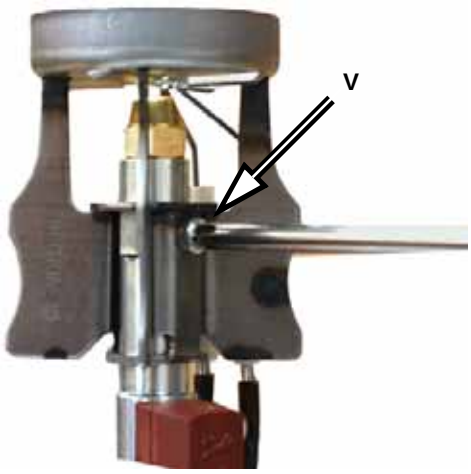
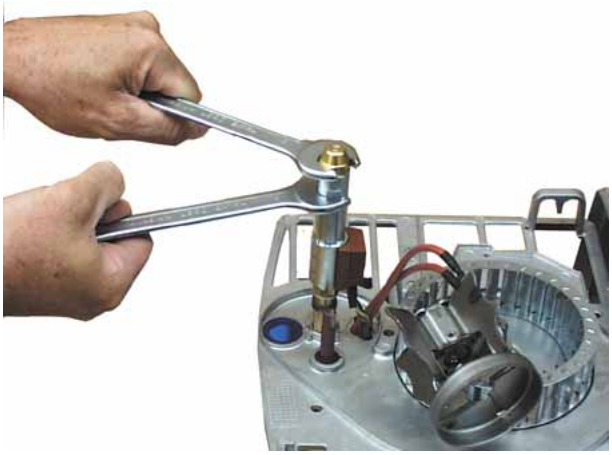

Рис. 15
Рис. 16
- Отвинтить винт V, который крепит голову сгорания, и отсоединить голову сгорания от держателя форсунки (Рис. 15 и Рис. 16)
- Поставьте на место голову сгорания, соблюдая снятый ранее размер **A**, не забывая застопорить винт **V** (Рис. 15).
Рис. 16аШтуцер дляотбора наружного воздуха, установленный на горелке.